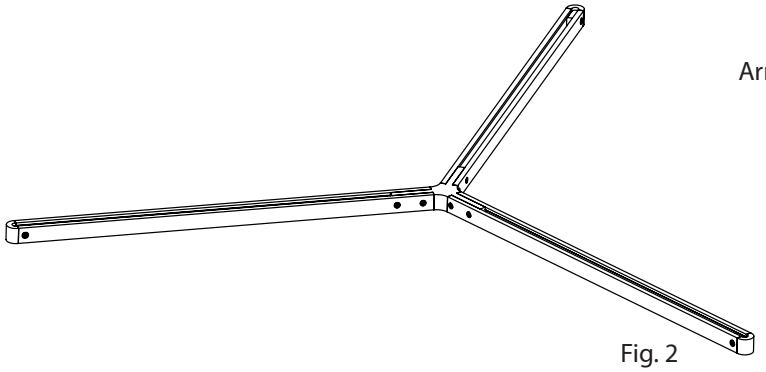

Fig. 2
2. Repeat for the other **Arm** (Fig. 2).
1. The Linear **Power Bar** comes with a spacer clip pre-installed at the center of the Power Bar (Fig. 2).